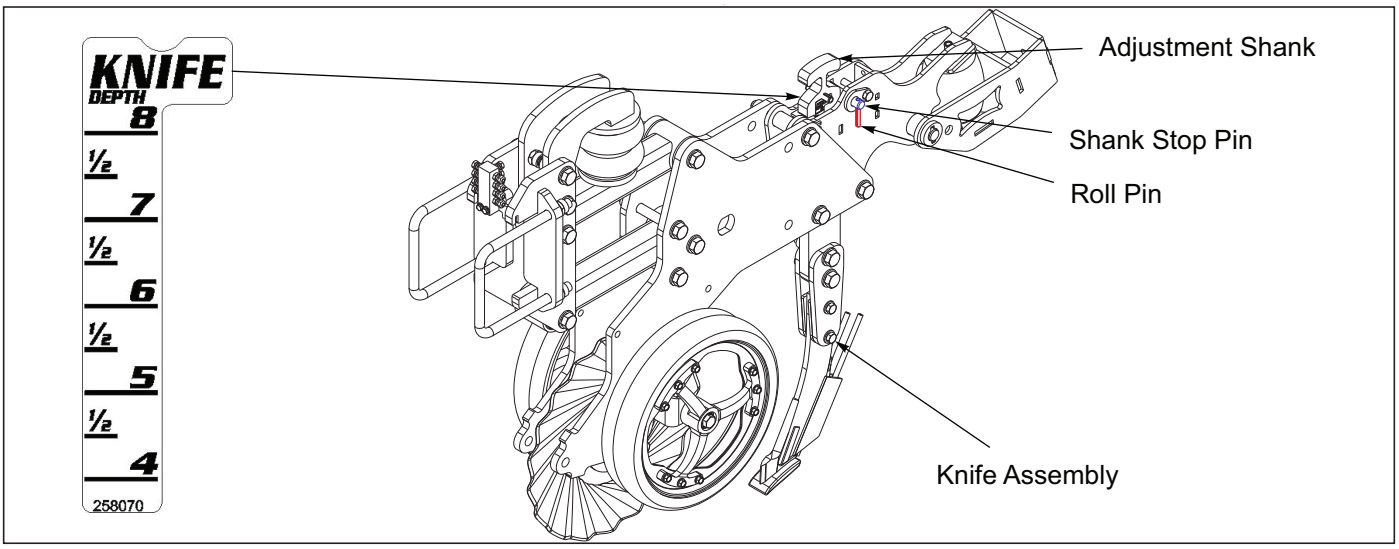

Figure 4-14: Knife Depth Adjustment
1. The depth of the knife assembly can be adjusted ***See Figure 4-14***. To adjust depth, rotate shank stop pins until roll pins are pointing upward. Slide pin out until shank can be pulled back to release from notches. Adjust shank to desired depth and move forward to engage notches. Slide shank stop pin back through behind shank and rotate until the roll pins are pointing downward.